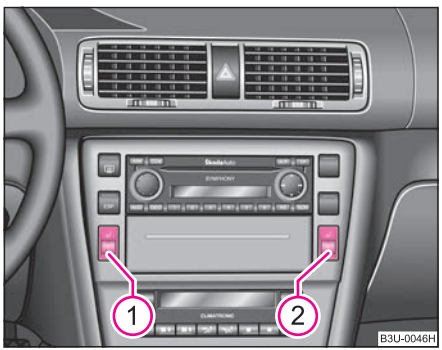

Fig. 63 Dash panel: Control dial for heating the front seats
– You can switch on and adjust the heaters of the driver and front passenger seats by turning the rotary controls (1) and (2) ⇒ fig. 63, respectively.